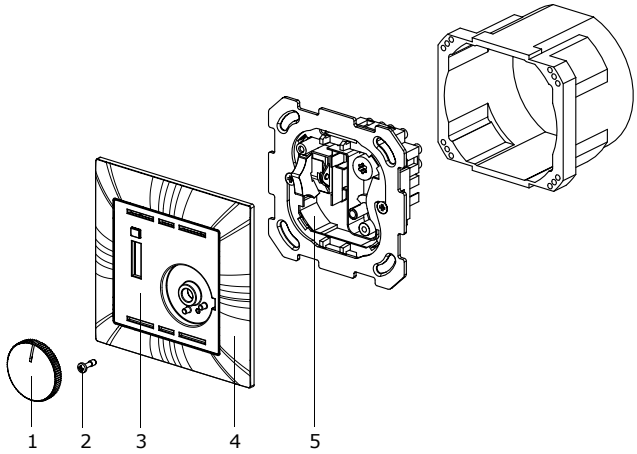
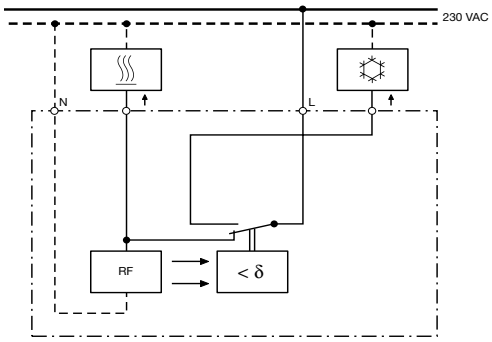

Fig. 1
Fig. 2 4250
2. Thermostateinsatz (5, Fig. 1) gemäss Schema (Fig. 2 bzw. 3) anschliessen.
3. Frontplatte (3) mit Abdeckrahmen (4) aufsetzen und mit Befestigungsschraube (2) fixieren.
4. Einstellknopf (1) aufstecken.
Legende zu Fig. 1
Legende zu Fig. 2 und 3